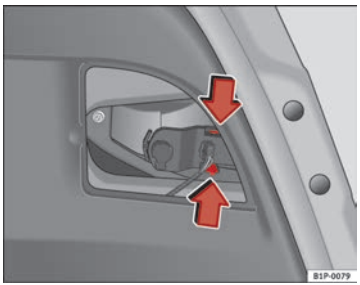

Fig. 172 Removing the bulb holder
– Take the bulbholder out pressing on the securing pins and extract it outwards ⇒ fig. 172.